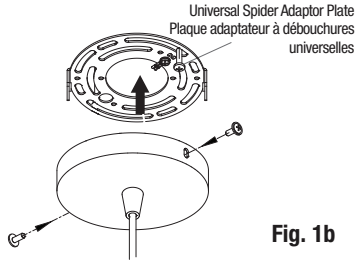

**Fig. 1b**
4. Remove the Universal Spider Adaptor Plate from the luminaire by unscrewing the two side canopy screws (Fig. 1b).
4. Retirer la plaque adaptateur à débouchures universelles du luminaire en dévissant les deux vis latérales du pavillon de recouvrement (Fig. 1b).